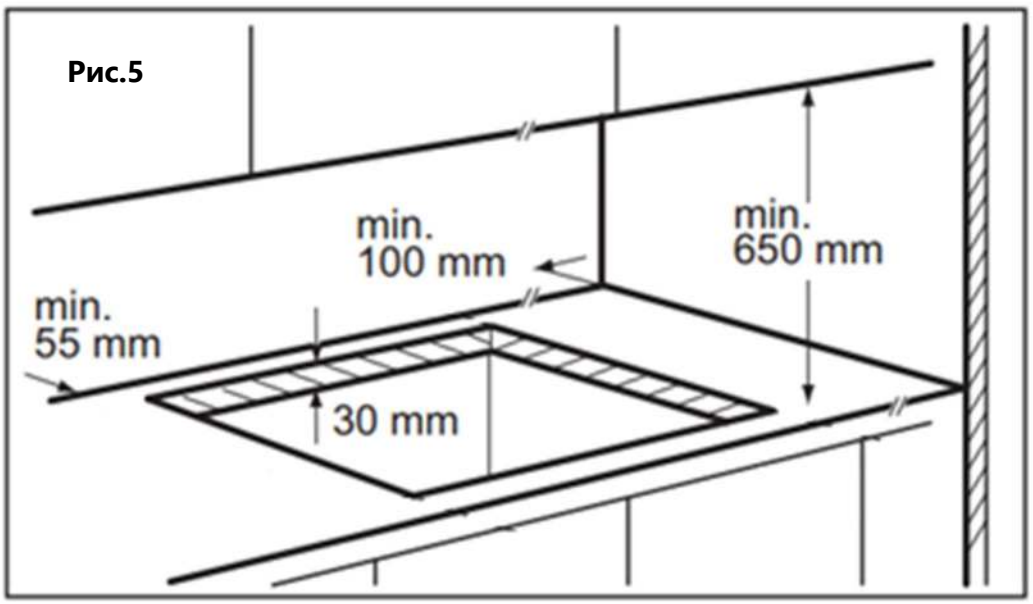

Рис.5
6. В случае если установка духового шкафа не предусмотрена и существует свободный доступ к нижней части варочной поверхности, необходимо установить защитную панель снизу, расстояние между прибором и панелью должно составлять минимум 30 мм. (рис.5).
7. Если прибор устанавливается в непосредственной близости от стены, расстояние между стеной и прибором должно составлять минимум 55 мм. (рис.5)